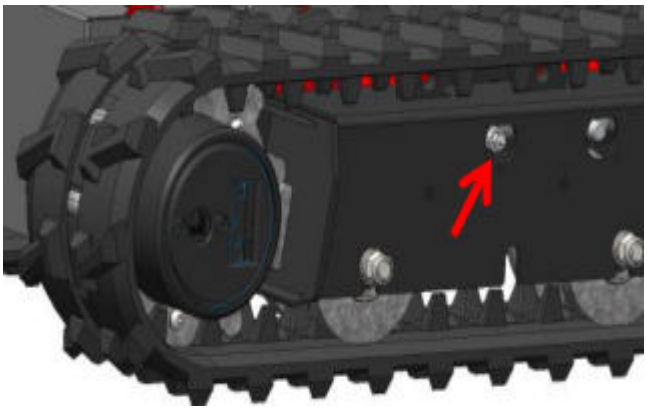

Figur 4.2 Stramning af larvebånd
9. Spænd larvebåndene ved at sætte smørepistolen på smøreniplen midt på larvebåndene (se *Figur 4.2*) og pumpe, indtil du mærker modstand fra smørepistolen. Larvebåndene må ikke være for stramme.